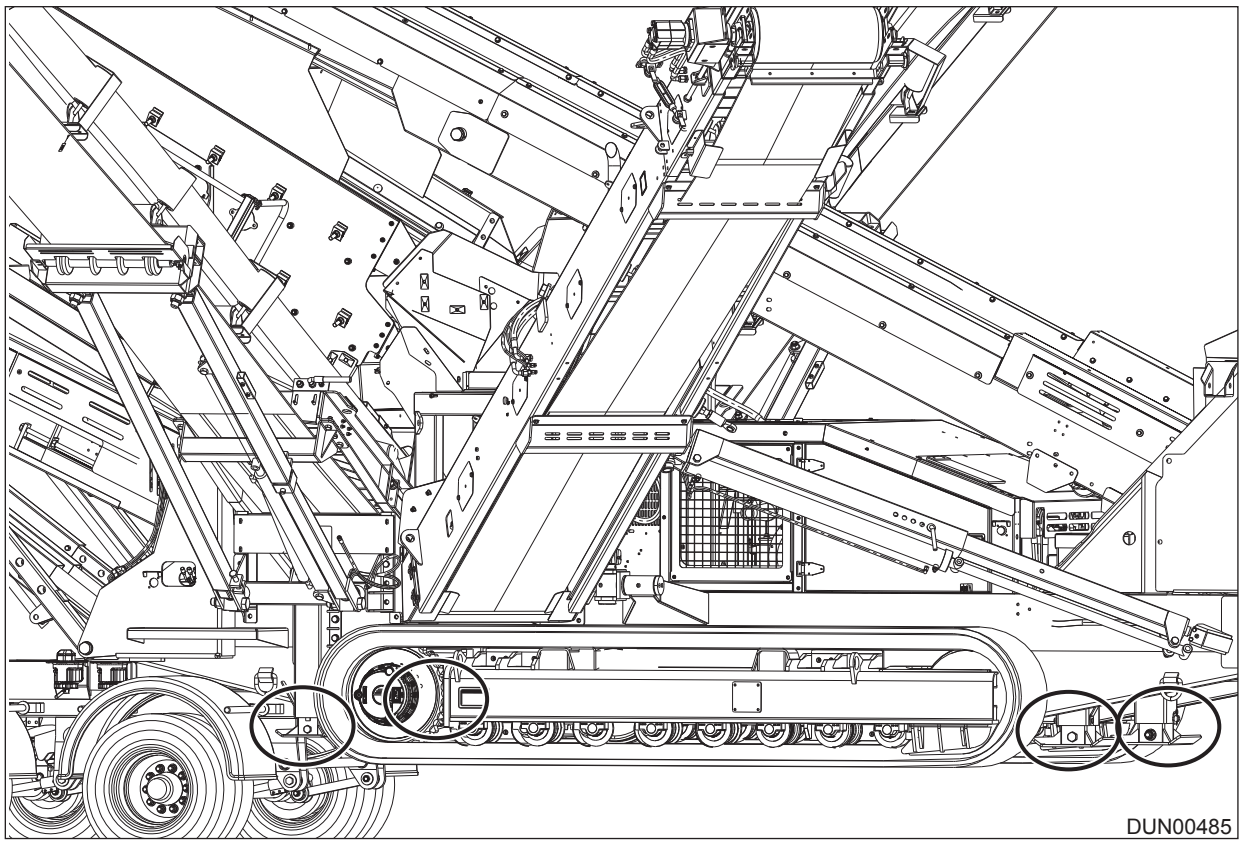

Figure 5.50 - Machine jacking legs
3. Remove the pins from the jacking legs in the positions, Reference: Figure 5.50.